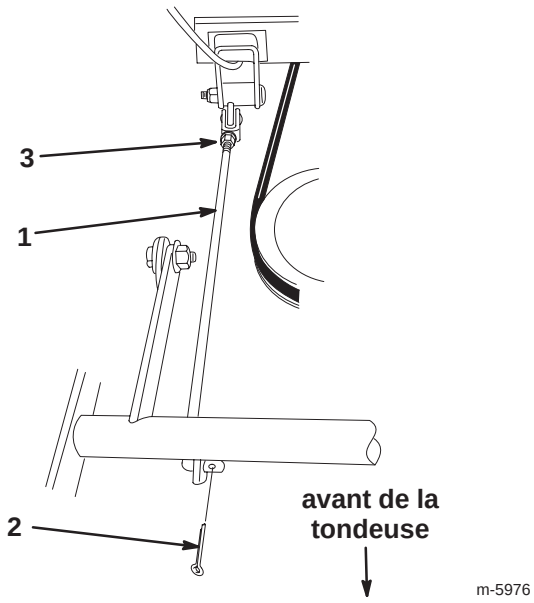

Figure 32
7. Retirez la goupille fendue à l'avant de la tige de réglage (Fig. 32).
8. Desserrez l'écrou à l'arrière de la tige de réglage (Fig. 32).